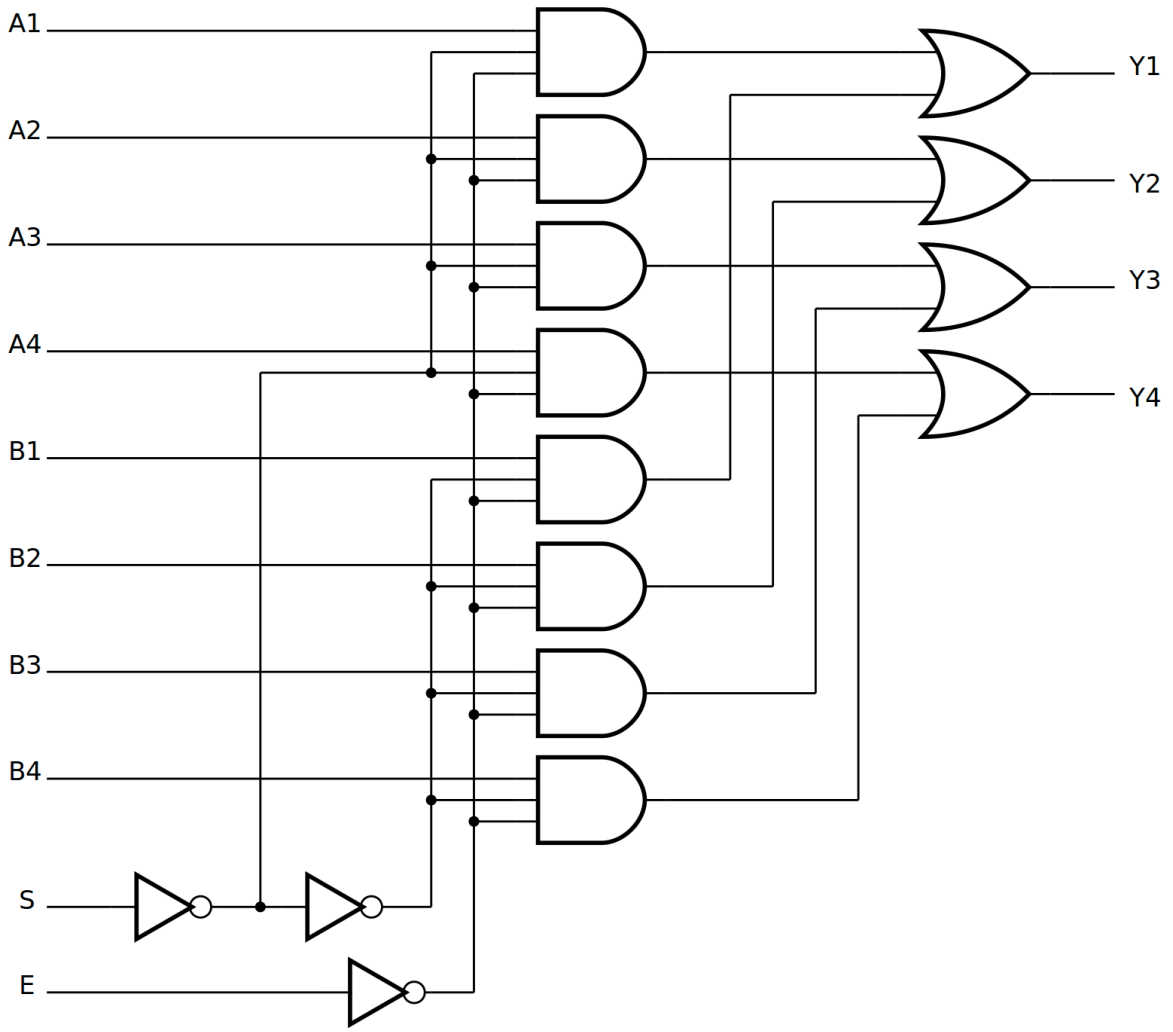

Figura 8.3 – Um multiplexador 2x1 quádruplo com entrada de habilitação (*E*) ativa em baixo.
Os multiplexadores também são chamados de seletores de dados. Quando os dados a serem selecionados têm mais de um bit, podemos construir um multiplexador para selecionar esses dados. Por exemplo, se tivermos dois dados de quatro bits A ($A_4A_3A_2A_1$) e B ($B_4B_3B_2B_1$) a serem selecionados, podemos usar um multiplexador como mostrado na figura 8.3. Esse multiplexador é chamado de multiplexador 2x1 quádruplo com entrada de habilitação (E) ativa em baixo. Quando este multiplexador está habilitado (isto é, quando $E = 0$) se $S = 0$ então a saída Y ($Y_4Y_3Y_2Y_1$) = A ($A_4A_3A_2A_1$) e se $S = 1$ então a saída Y ($Y_4Y_3Y_2Y_1$) = B ($B_4B_3B_2B_1$).